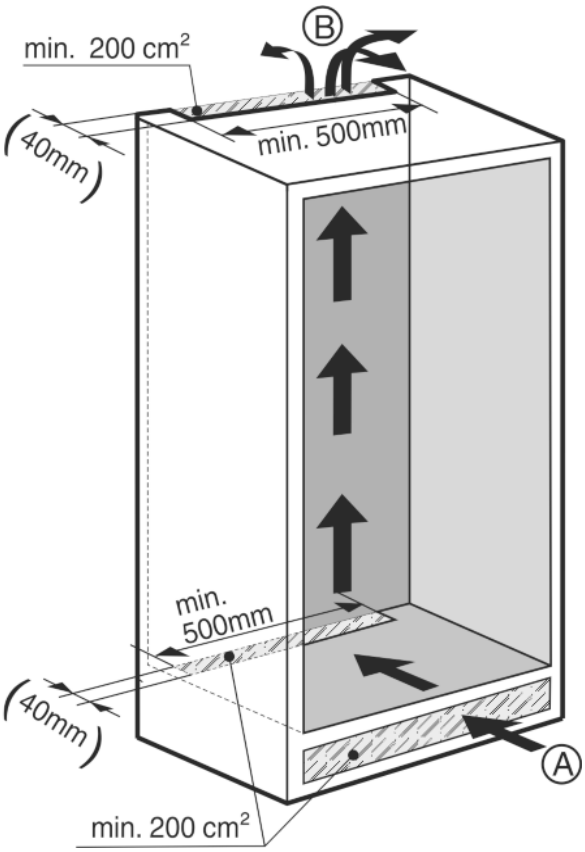

Fig. 3
- Za vsak aparat mora biti razpoložljiv efektiven prezračevalni prerez minimalne velikosti 200 cm² na vstopu zraka *Fig. 3 (A)* in izstopu zraka *Fig. 3 (B)*.